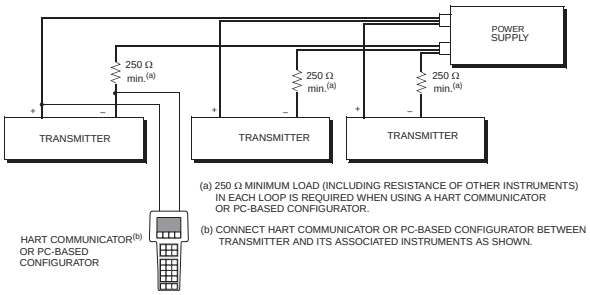

Figure 27. Wiring Several Transmitters to a Common Power Supply
9. If wiring additional transmitters to the same power supply, repeat Steps 1 through 8 for each additional transmitter. The setup with multiple transmitters connected to a single power supply is shown in Figure 27.